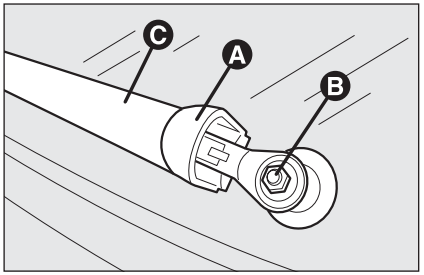

rys. 2 A0E0267m
- odchylić osłonę **A-rys. 2**, odkręcić nakrętkę **B** i wyjąć ramię wycieraczki **C**;